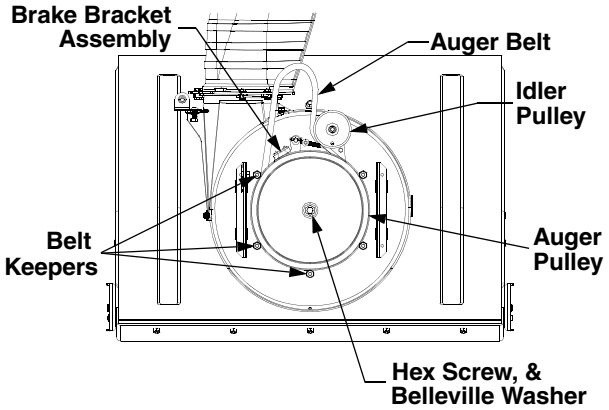

Figure 21
- Using a 1/2” wrench, remove the hex screw and belleville washer from the center of the pulley on the auger housing. Lift the brake bracket assembly out of the pulley groove and remove the pulley. Be careful not to lose the hi-pro key from the center of the pulley. See Figure 21.
- Place the new auger belt in the pulley groove. Position the pulley and belt inside the belt keepers on the rear of the auger housing. See Figure 21.